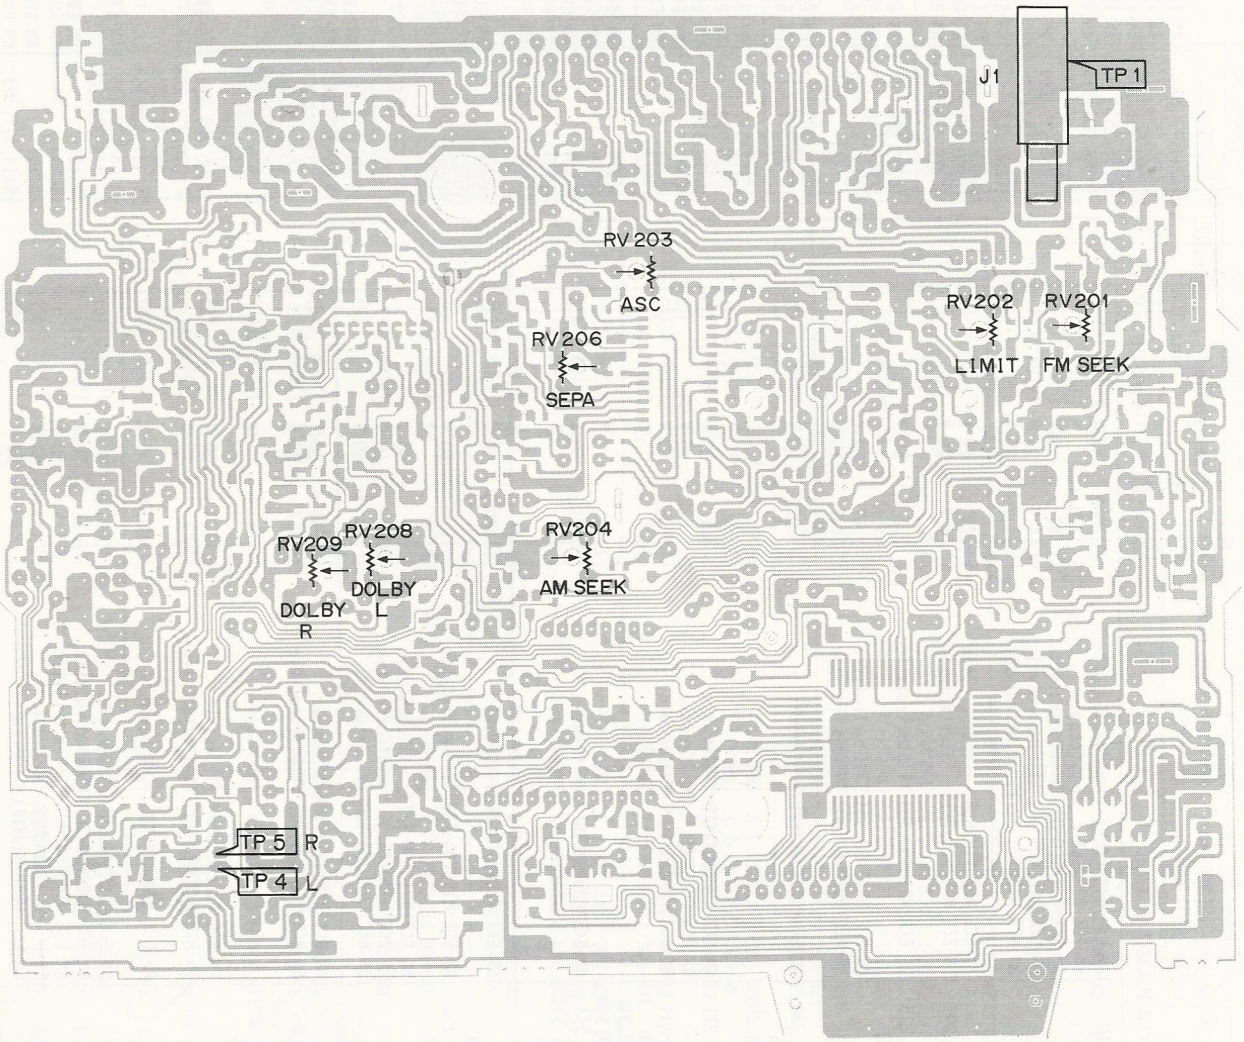

Fig. 19
(2) Alignment (Refer to Fig. 19)
(1) Connections a. Signal generator ·····Connect the TP1
(1) Connections
e. Dolby N.R. (DD) switch·····OFF f. VOL·····Adjust to get 2V output level.
(2) Alignments (Refer to Fig. 19)